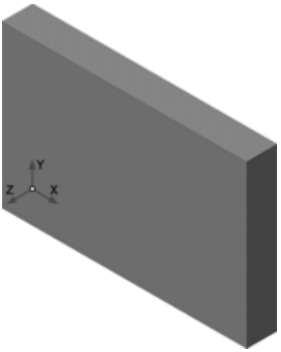

Рис. 2.46
- По умолчанию, для отображения модели установлен режим **Каркас**. Включите режим полутонового отображении детали (рис. 2.46). Для этого нажмите кнопку **Полутоновое** панели **Вид**.